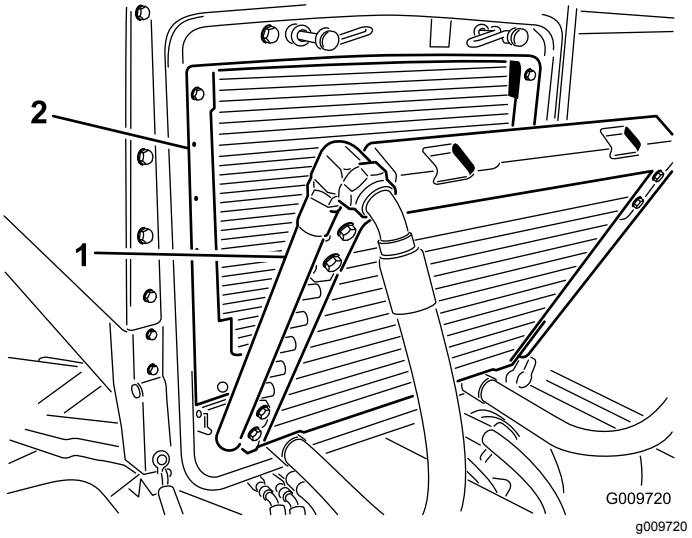

Rysunek 53
3. Obróć chłodnicę oleju do tyłu. Dokładnie oczyść chłodnicę główną i chłodnicę oleju z obu stron (Rysunek 53) sprężonym powietrzem. Zacznij od przodu i zdmuchuj zanieczyszczenia w kierunku tyłu. Następnie oczyść od tyłu i dmuchaj do przodu. Powtórz procedurę kilka razy, aż ścinki i zabrudzenia zostaną usunięte.